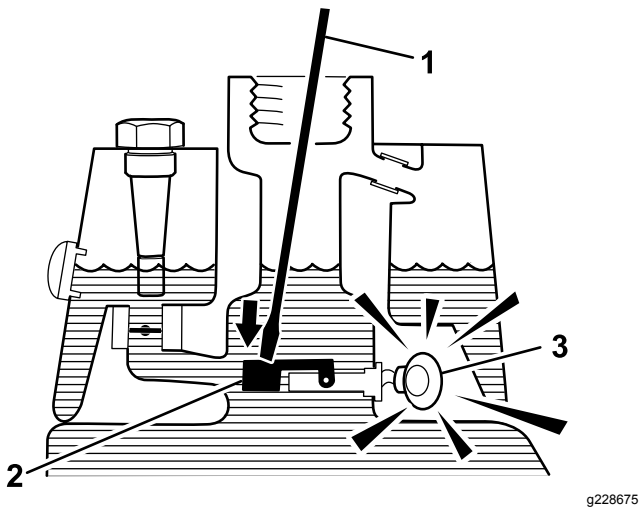

Figur 61
3. För in en ren pinne eller skruvmejsel i tankröret och tryck försiktigt nedåt på flottörströmbrytaren (Figur 61). Larmet ska ljuda efter tidsfördröjningen på en sekund.